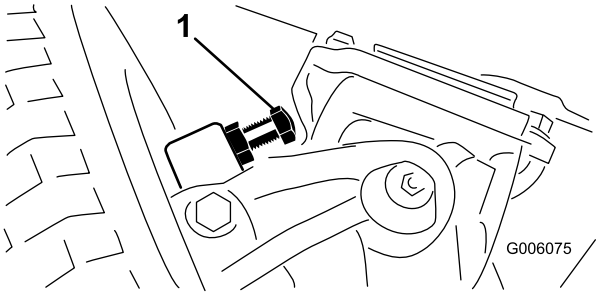

**Figuur 60**
1. Draai de bouten in of out totdat de afstand 2,286 mm bedraagt (Figuur 60).